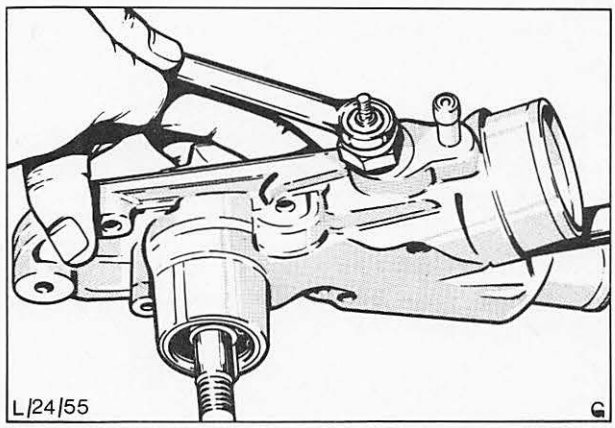

Abb. 36 Temperaturfühler ausbauen
13. Wenn die Wasserpumpe ausgewechselt werden muß, Temperaturfühler ausschrauben, Abb. 36.